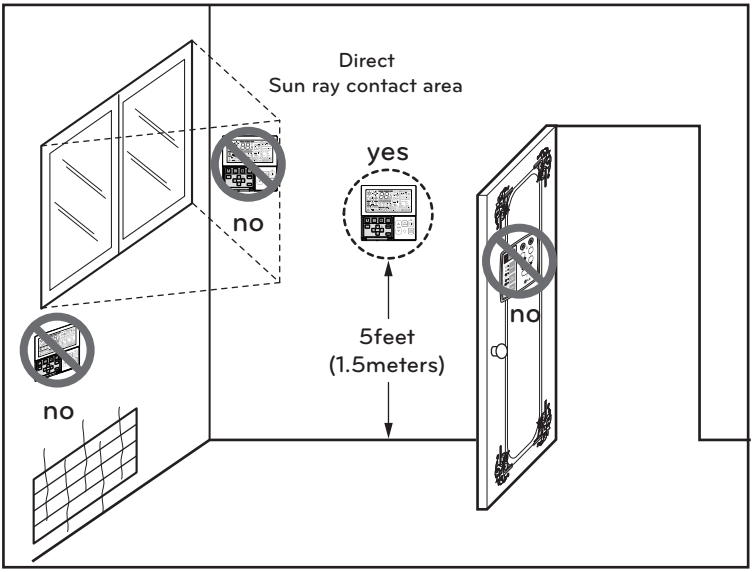

Figure 5 Typical locations for remote controller
- This remote controller is equipped with a seven segment LED. display. For proper display of the remote controller LED's, the remote controller should be installed properly as shown in Fig.5. (The standard height is 1.2~1.5 m from floor level.)